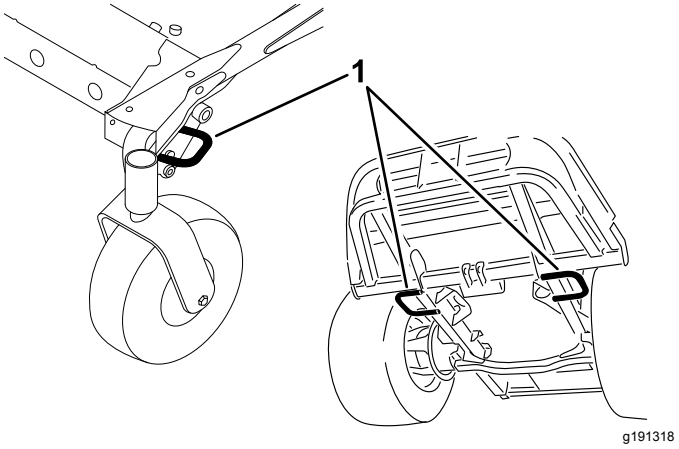

図 27
5. マシンにはロープ固定用のアイがついているので、チェーンやロープなどを使ってトラックやトレーラに機体をしっかりと固定する図 27。